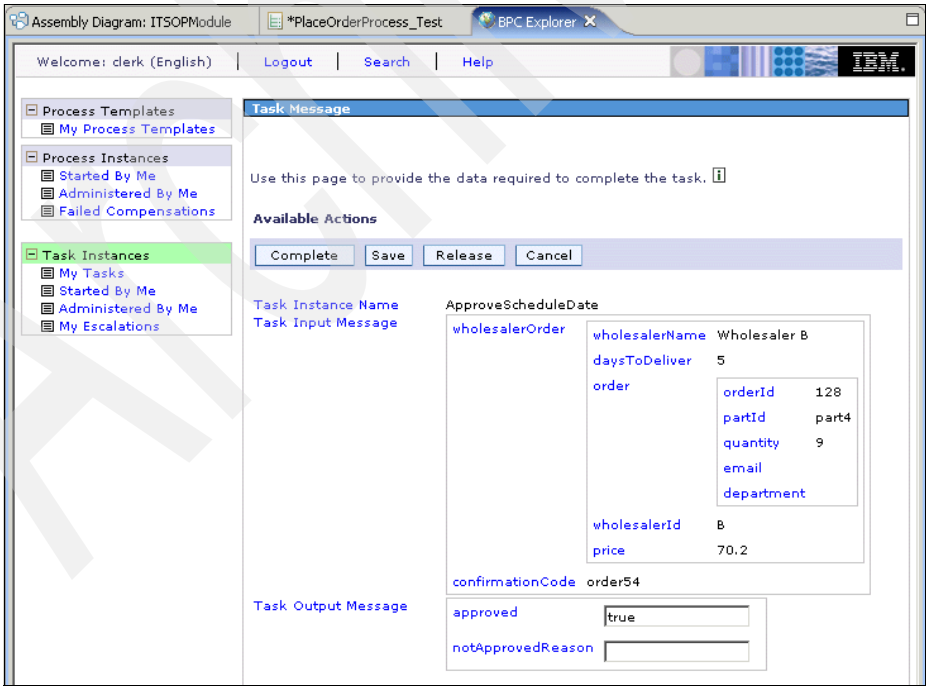

Figure 13-78 BPC Explorer Task Message: Clerk
14. In the Task Message window (Figure 13-78), in the approved field, type `true`. Click **Complete**.